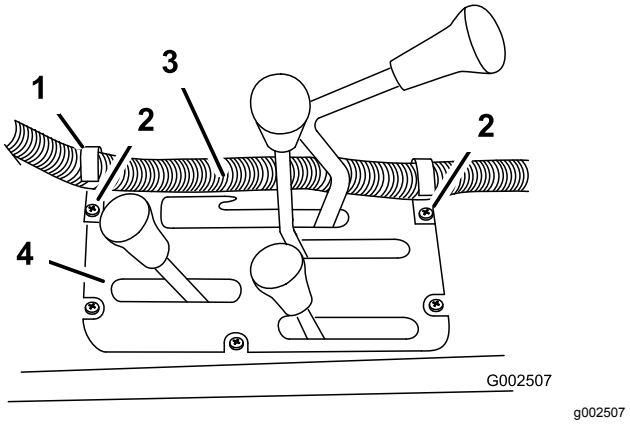
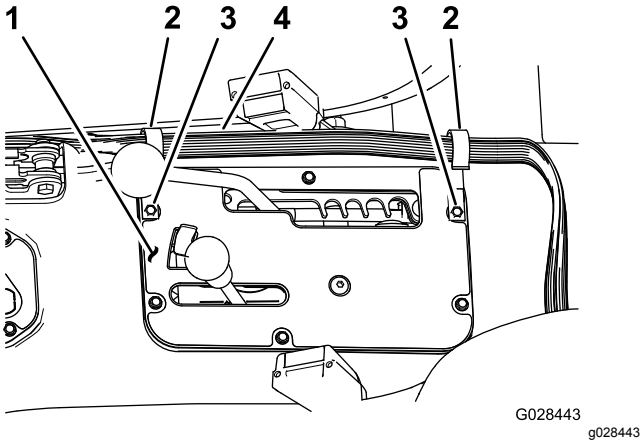

Figur 19
Figur 20
1. Monter 2 J-clips i centerkonsollen på de punkter, der kan ses i Figur 19 eller Figur 20, ved hjælp af de eksisterende skruer.